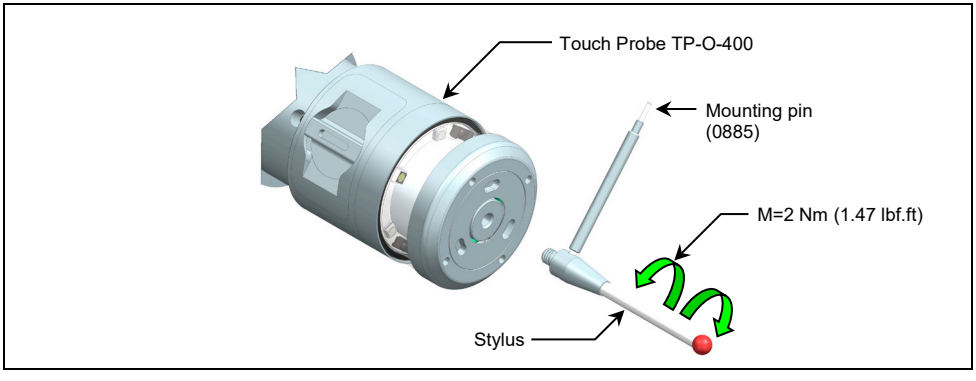

Fig. 5 Stylus Change
2. Carefully screw the new stylus with mounting pin into the touch probe (Fig. 5).